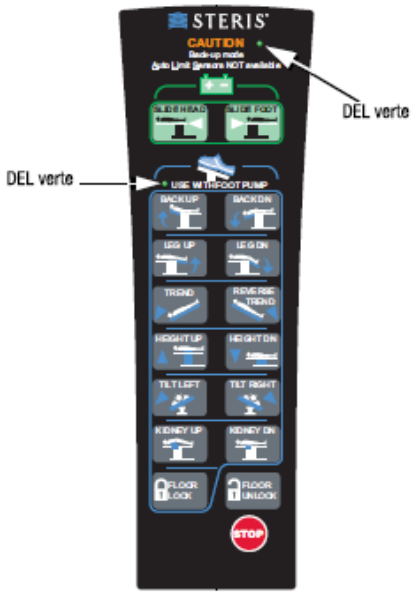

Figure 5-6. Commande manuelle de secours (prioritaire)
3. **Pour utiliser les fonctions de la table, pomper à l'aide de la pédale tout en appuyant sur le bouton de la fonction souhaitée sur la commande manuelle de secours (voir la *Figure 5-6*).**
Voici les boutons-poussoirs de la commande manuelle de secours et leurs descriptions (voir *Figure 5-6*) :